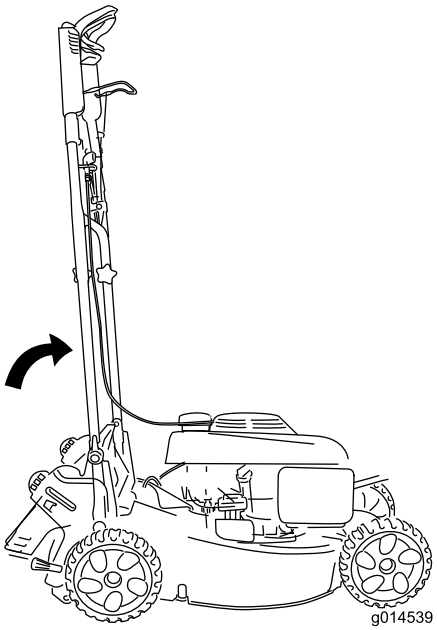

Bild 28
- Um die Maschine platzsparend aufzubewahren, lassen Sie den Bügel in senkrechter Position (Bild 28) und verriegeln Sie die Bügelarretierungen.